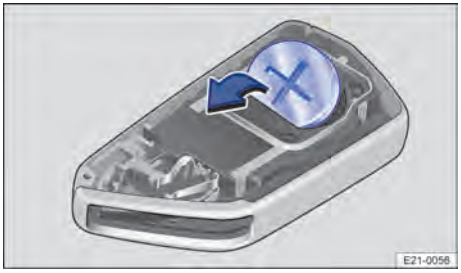

Fig. 58 Llave del vehículo: cambiar la pila de botón.
3. Retire la pila de su compartimento → Fig. 58.